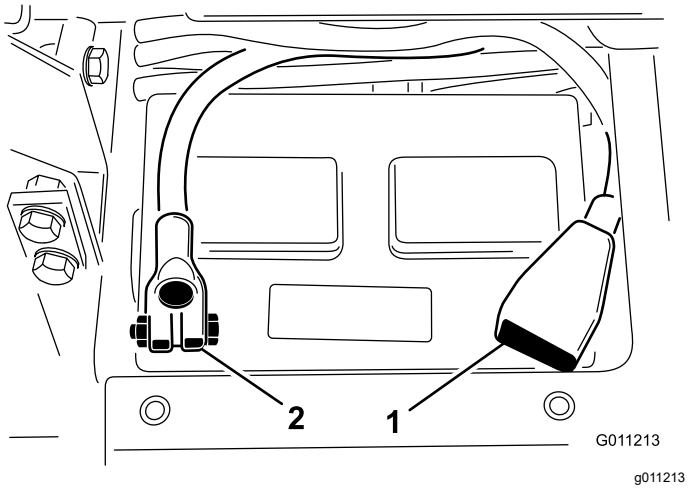

Figuur 5
4. Monteer de pluskabel (rood) aan de pluspool (+) van de accu, en bevestig deze met een T-bout en moer (Figuur 5).
5. Monteer de minkabel (zwart) aan de minpool (-) van de accu, en bevestig deze met de T-bout en moer (Figuur 5).